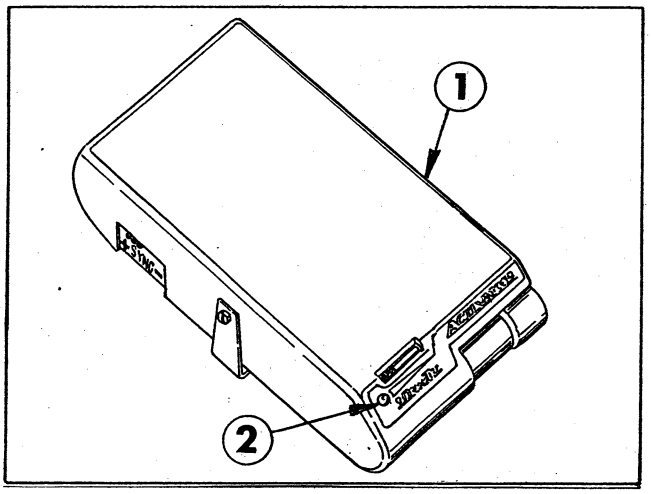

FIG. 6
2. Check to make sure the red indicator light on the Electric Brake Controller glows. See FIG. 6.